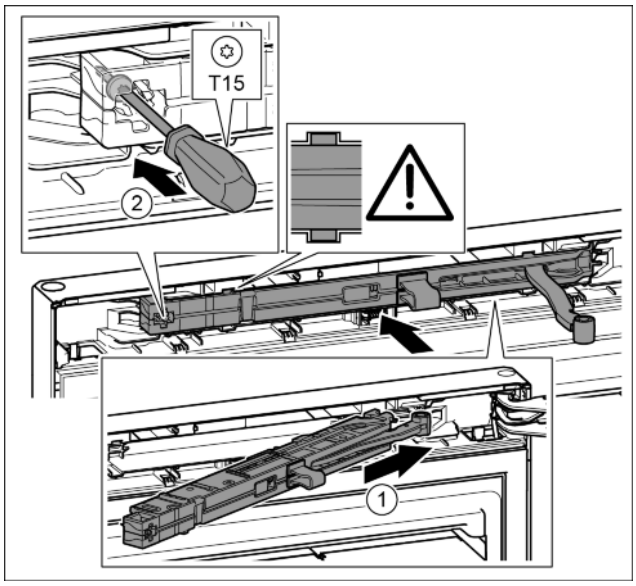

Fig. 39
- ▶ Slide the soft-stop mechanism on the bearing bracket at an angle into the gap as far as the limit stop. *Fig. 39 (1)*
- ▶ Tighten the screw with the T15 screwdriver. *Fig. 39 (2)*